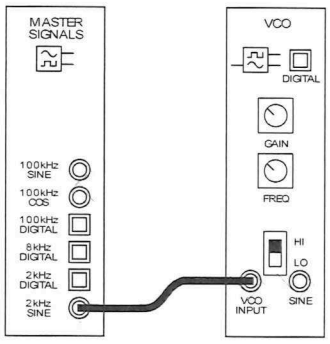

Figure 6
18. Disconnect the Variable DCV module and modify the set-up as shown in Figure 6 below.